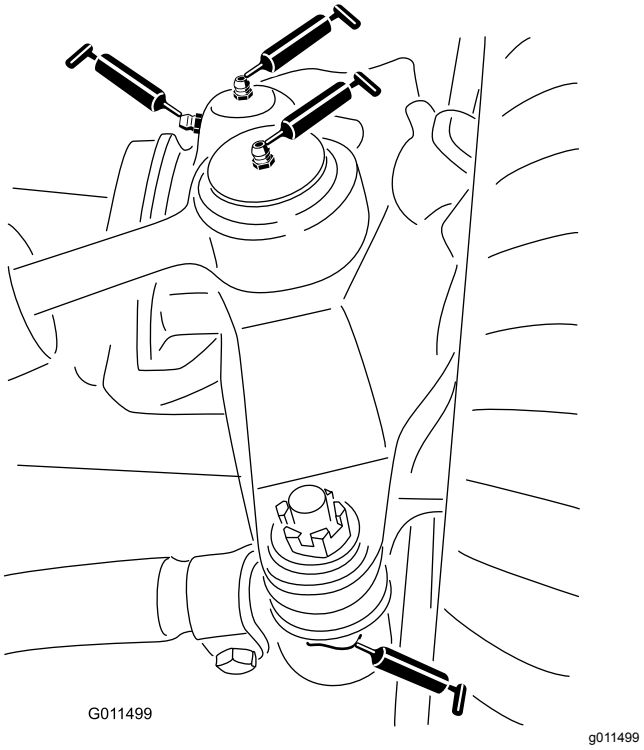

**Figuur 60**
- Kogelverbindingen van stuurcilinder (2) (Figuur 60)
- Kogelverbindingen van spoorstang (2) (Figuur 60)
- Lagerbussen van koppelpen (2) (Figuur 60). **De bovenste nippel op de koppelpen hoeft slechts één keer per jaar te worden gesmeerd (twee keer pompen).**